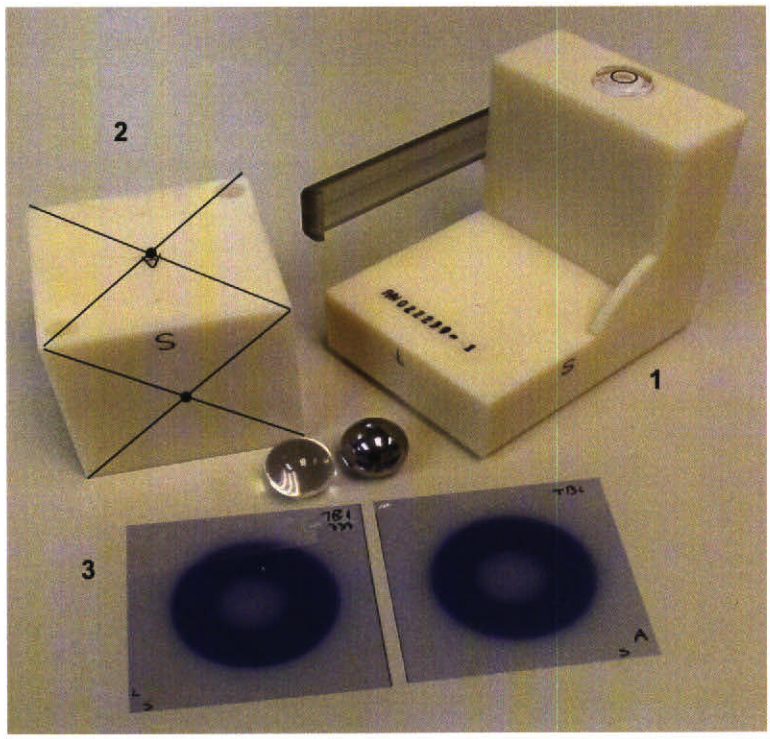

**Figure 1-2 AQA Hardware Components**
- Automatic Quality Assurance (AQA) The AQA phantom will need to be scanned *Figure 1-2 AQA Hardware Components, page 5.* AQA Hardware Components).